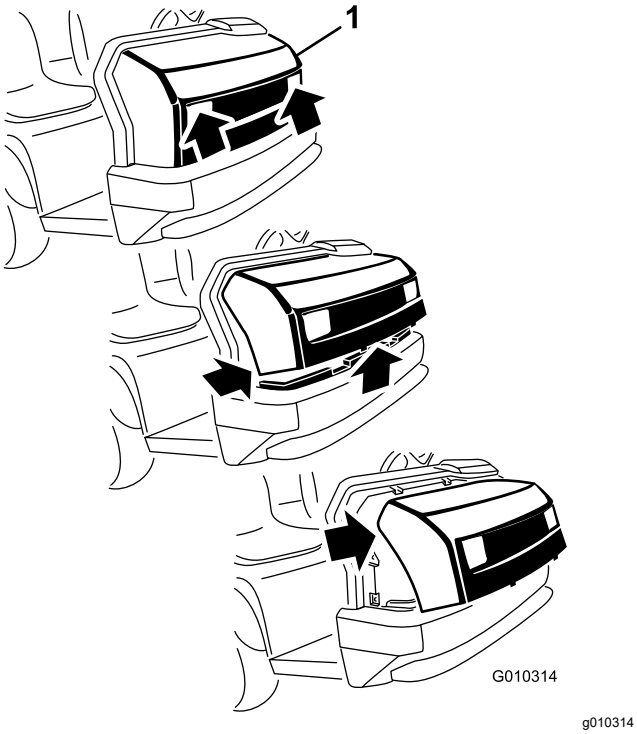

**Figuur 38**
1. Pak de motorkap beet via de openingen van de koplampen en til de motorkap op om de montagelipjes uit de sleuven in het frame te laten klikken (Figuur 38).
2. Draai de onderkant van de motorkap omhoog tot u de bovenste montagelipjes uit de sleuven in het frame kunt klikken (Figuur 38).
3. Draai de bovenzijde van de motorkap naar voren en koppel de bedrading van de koplampen los (Figuur 38).